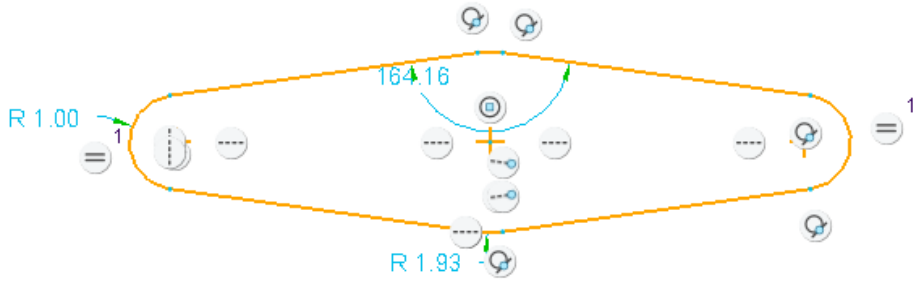

Figure 3-39 *Sketch after trimming the circles*
3. Similarly, trim the parts of the middle and right circles that are not required. The sketch after trimming the circles is shown in Figure 3-39.